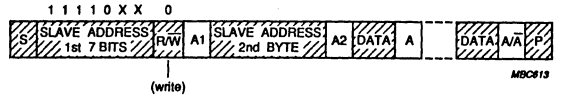

Fig.27 A master-transmitter addresses a slave-receiver with a 10-bit address
- **Master-transmitter transmits to slave-receiver with a 10-bit slave address. The transfer direction is not changed (Fig.27).** When a 10-bit address follows a START condition, each slave compares the first 7 bits of the first byte of the slave address (11110XX) with its own address and tests if the eighth bit (R/$\overline{W}$ direction bit) is 0. It is possible that more than one device will find a match and generate an acknowledge (A1). All slaves that found a match will compare the 8 bits of the second byte of the slave address (XXXXXXXX) with their own addresses, but only one slave will find a match and generate an acknowledge (A2). The matching slave will remain addressed by the master until it receives a STOP condition (P) or a repeated START condition (Sr) followed by a different slave address.